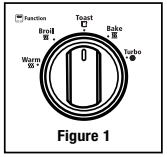

Figure 1
1. **Function Selector Knob –** Select cooking function by turning knob to desired setting. (See Figure 1)